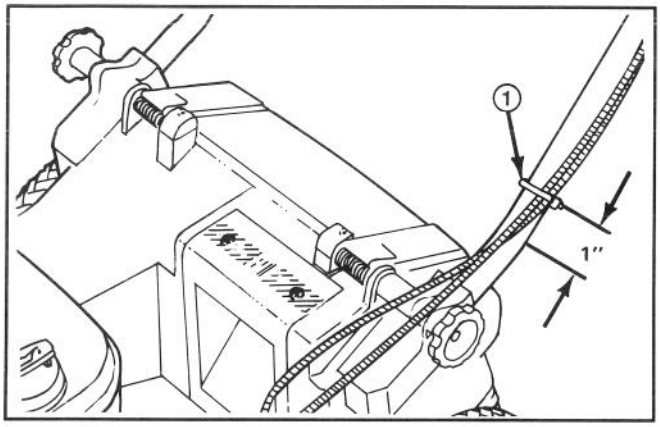

Figure 4
7. Use cable tie to secure cable(s) to lower side of left hand tube (Fig. 4). Cable tie should be positioned 25 mm (1") from bend in handle. See Figure 4 for correct cable placement.